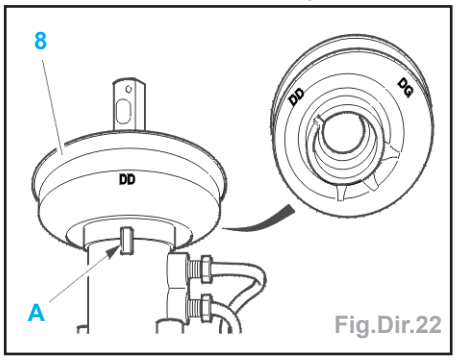

Fig.Dir.22
- les goujons (8),
- Contrôler le bon positionnement du joint (9) sur le bossage (A) par rapport au côté de conduite du véhicule (Fig.Dir.22).